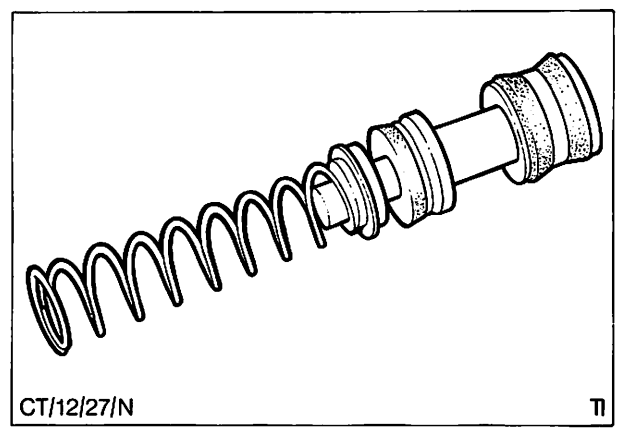

Abb. 59 Sekundärkolben kompl.
5. Sekundärkolben, Abb. 59, vorsichtig mit Preßluft oder geringem Hydraulikdruck aus dem Zylinder drücken. Feder entfernen.